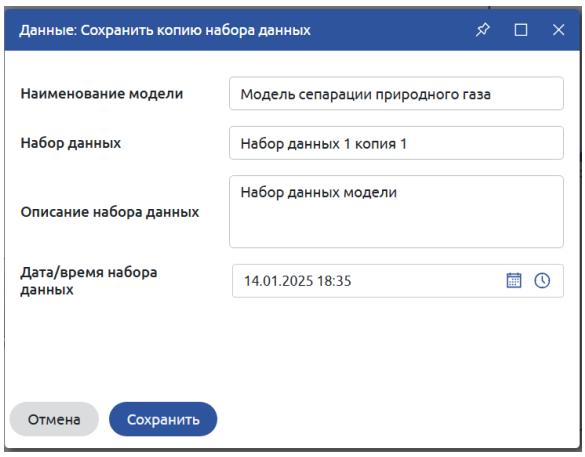

Рисунок 45. Данные: Сохранить копию набора данных
2. В диалоговом окне «Данные: Сохранить копию набора данных» в поле «Наименование набора данных» к наименованию исходного набора данных добавляется текст «копия N+1», где N порядковый номер последней сохраненной копии данного набора данных (Рисунок 45).